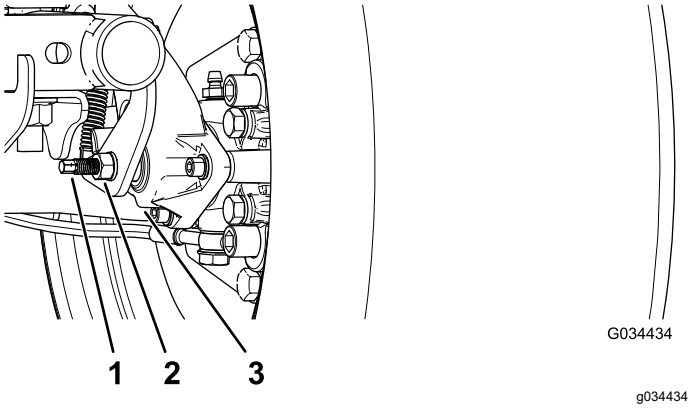

Figur 63
3. Bruk to skiftenøkler, og hold justeringsstangen på kaliperen på plass med én skiftenøkkel og løsne låsemutteren 1/4 omdreining med den andre skiftenøkkelen (Figur 63).
4. Mens du holder justeringsstangen og låsemutteren på plass, vrir du justeringsstangen innover for å stramme (Figur 63).
5. Mens du holder justeringsstangen og låsemutteren på plass, løsner du 1/4 omdreining (Figur 63).
6. Mens du holder justeringsstangen og låsemutteren på plass, strammer du låsemutteren (Figur 63).